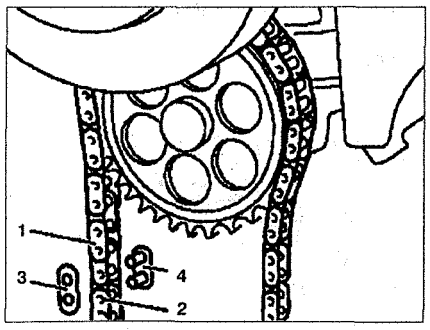

Рис. 2.85. Присоедините к старой цепи новую.
3. Присоедините один конец новой цепи **2** к старой цепи **3** промежуточным звеном **4** с наружной плитой **3** (см.рис.2.85).